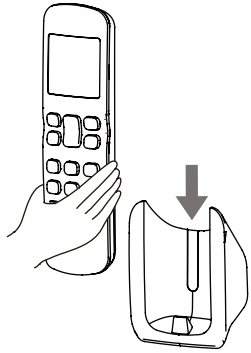

Рисунок 2.5
3) Вставьте пульт ДУ в монтажную скобу в направлении вертикально вниз (см. Рисунок 2.5).